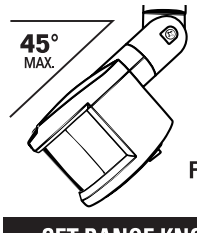

Fig. 2
*The position of the sensor should not exceed 45° below horizontal. Do not aim the motion sensor at any water, bushes or plants that may move in the wind, pedestrian traffic, moving cars, etc., as this may trigger the motion sensor. **(Fig. 2)***